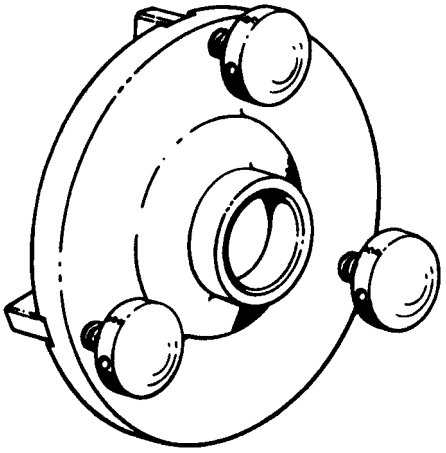

Figure 1. 6796301 Torquemeter Spline Support
d. If installed, remove 6796301 torquemeter spline support (figure 1).